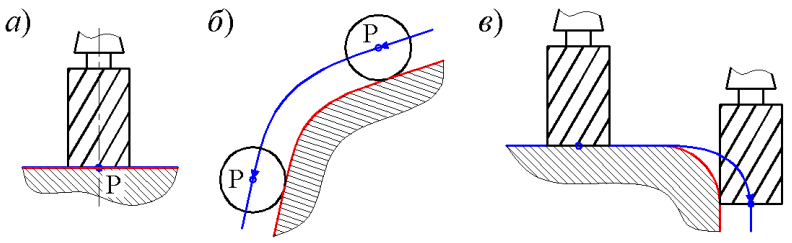

Рис. 2. Варианты расположения траектории инструмента относительно контура детали
1. Траектория совпадает с контуром детали (рис. 2, *а*).
2. Траектория эквидистантна (расположена по эквидистанте) контуру детали (рис. 2, *б*).
3. траектория изменяет положение относительно контура детали по определенному закону (рис. 2, *в*).